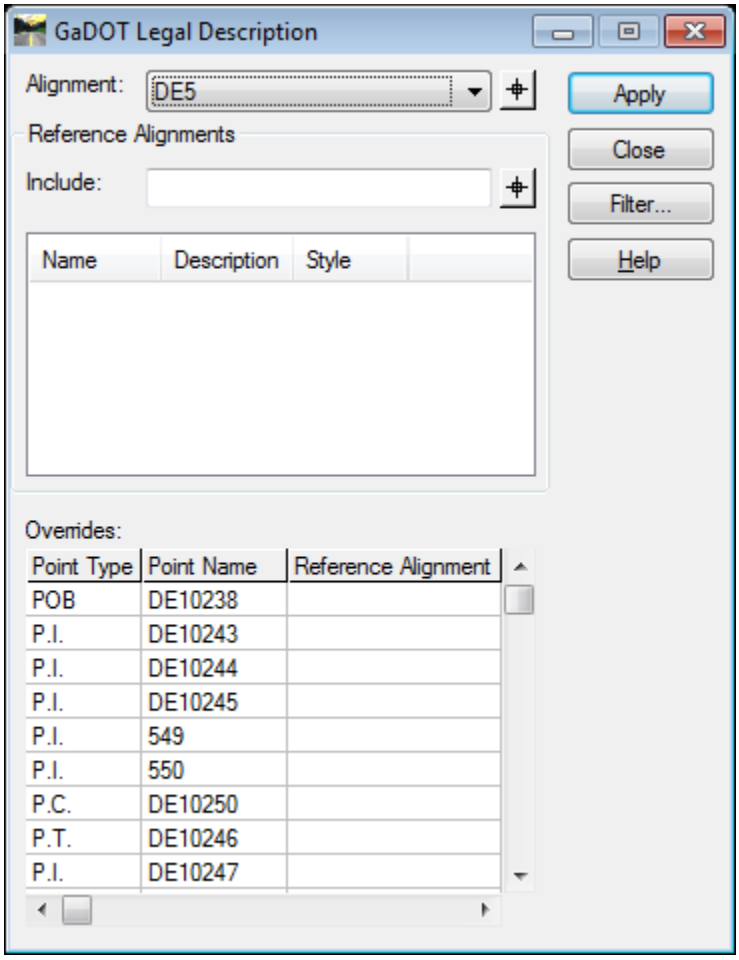

Figure L12-54 GaDOT Legal Description
50.	**The GaDOT Legal Description is used to create the GDOT R/W Table. It is the same as other XML Reports used in InRoads except that it is accessed differently than other XML Reports. Open the GaDOT Legal Description Tool.** • In InRoads, select **Tools ► XML Reports ►** Hold down the **CTRL** key on your key board while Left clicking **Legal Description**. The **GaDOT Legal Description** dialog opens as shown in *Figure L12-54*.